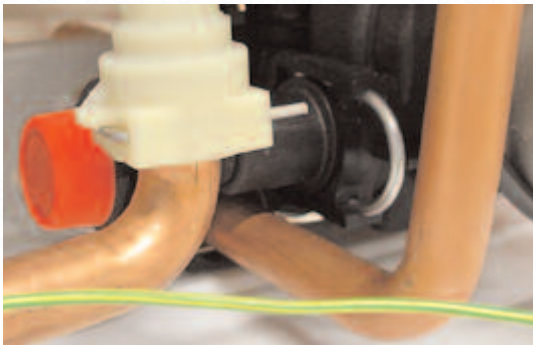

Fig. 18.47
2. Open the pressure relief valve (on the pump) *(see Fig. 18.47)* or the drain screw "**P1**" on the right hydraulic block *(see Fig.18.48)*;